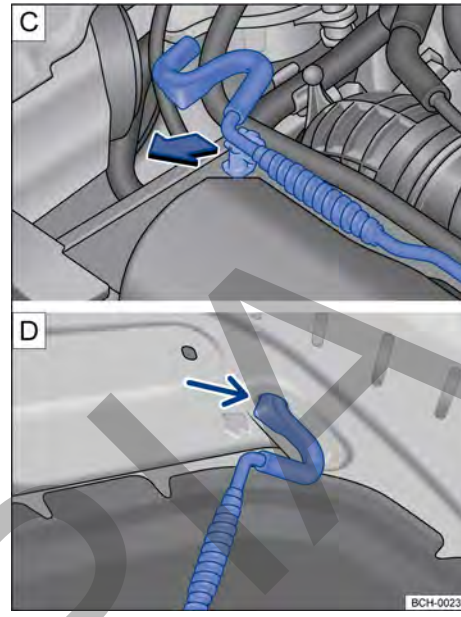

Fig. 179 C Varilla de sujeción de la tapa del compartimento del motor. D Tapa del compartimento del motor apoyada en la varilla de sujeción.
– Retirar la varilla de sujeción del soporte en el sentido de la flecha → fig. 179 C y colocarla en la abertura de la tapa del compartimento del motor → fig. 179 D. ▶
– Retirar la varilla de sujeción del orificio → fig. 179 D y encajarla en el soporte del cierre → fig. 179 C.